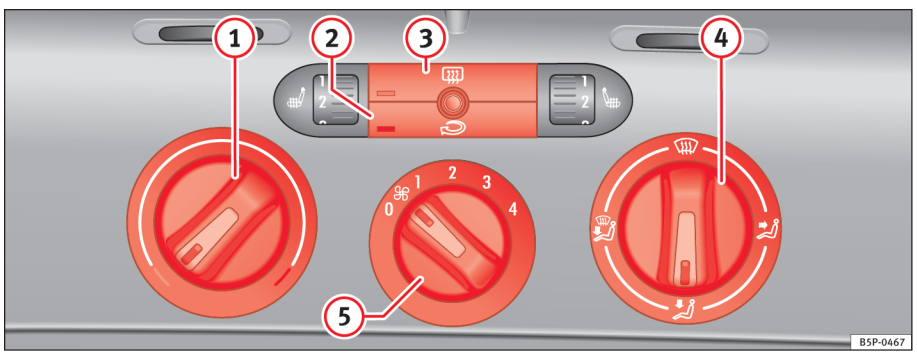

Fig. 107 I instrumentpanelet: betjeningselementer til varmeanlæg
– Du kan indstille temperaturen, luftfordelingen og blæsertrinet med kontakterne ⇒ fig. 107 (1), (4) og (5).
– Tryk på knappen (2) eller (3) for at aktivere eller deaktivere en funktion. Når funktionen er deaktiveret, er der lys nederst til venstre på knappen.